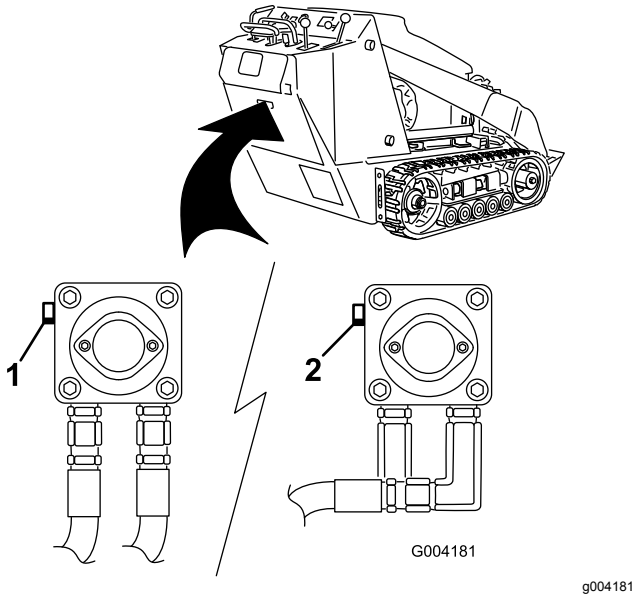

Figur 17
3. Använd en skruvnyckel och vrid bogserventilerna på hydraulpumparna två varv motsols (Figur 17).